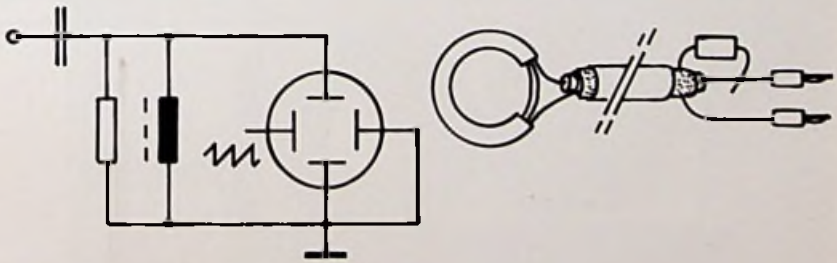

Afb. 2.4: Aankoppelen van de oscilloscoop.
a) Om bromsignalen te onderdrukken moeten we aan de ingang een LC-combinatie van 50 pF/2,5 mH (afb. 2.4.) opnemen.
c) Bij oscillatorvermogens van meer dan 50 mW kunnen we de oscilloscoop op een wat elegantere manier aan de trillingskring koppelen, namelijk met een PICKUP-lus (afb. 2.4. rechts). Daarvoor buigen we een stuk isolatiepijp van circa 10 cm lang in de vorm van een ring en vlechten daar, net zoals een sleutelring, 10 windingen